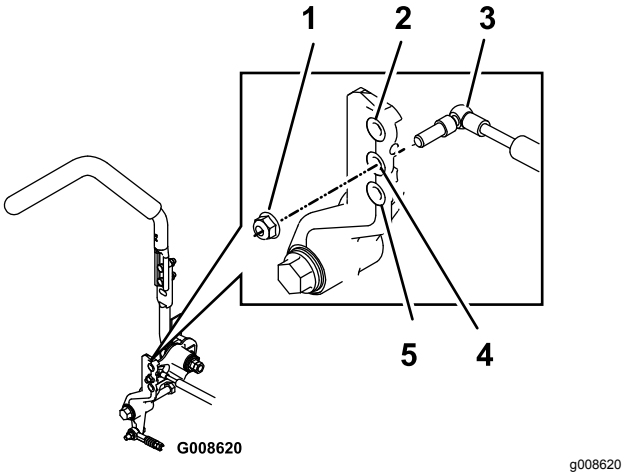

Figur 63
1. Bolt (4)
3. Fjern låsemøtrikken, flyt dæmpermonteringsbolten til den ønskede position og monter låsemøtrikken. Se Figur 63 for at få oplysninger om justeringsmulighederne.